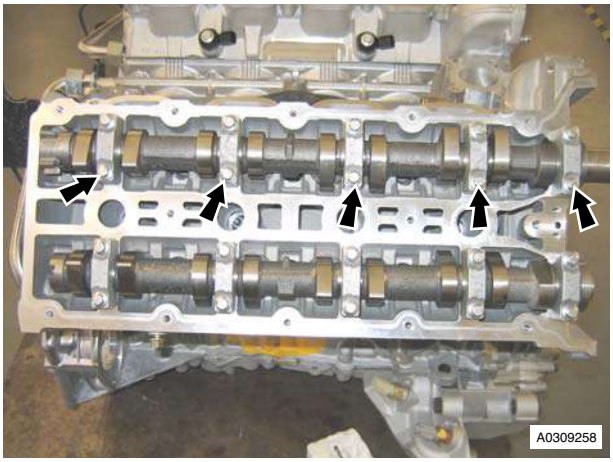

Figure 2
5. Loosen the bolts that attach the ten intake camshaft bearing caps gradually in steps (refer to Figure 2 - Right side shown.